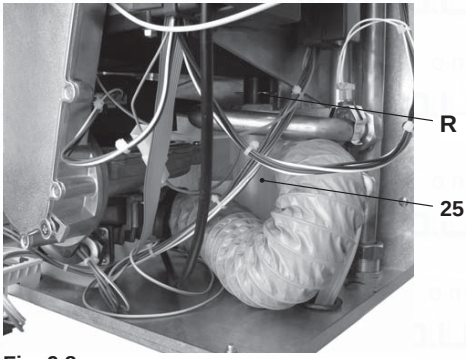

Fig. 9.8
The condensate drain pipe 25(Fig. 9.8) does not require any particular maintenance but just check:
- Remove the forks Rand remove the condensate trap 25moving it downwards (Fig. 9.8).